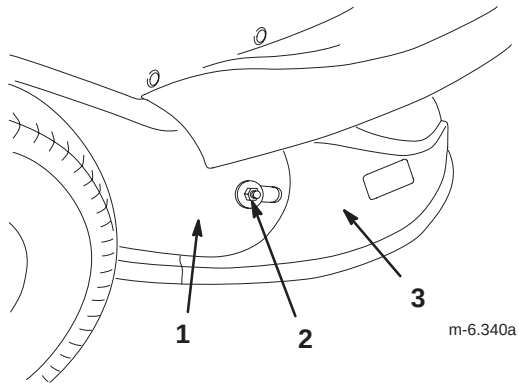

Bild 14
8. Entfernen Sie die Mutter und äußere Scheibe, mit denen der Auswurfkanal am Auswurfrohr befestigt ist (Bild 14).
14. Setzen Sie die Mutter und äußere Scheibe ein, um den Auswurfkanal am Auswurfrohr zu befestigen (Bild 14).